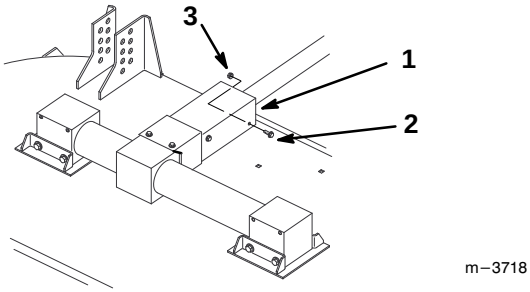

Figure 21
2. Remove 5/16–18 x 7/8” (11 mm) shoulder bolt and 5/16” flange nut holding PTO cover down (Fig. 21).
3. Secure PTO cover down with 5/16–18 x 7/8” (11 mm) shoulder bolt and 5/16” flange nut (Fig. 21).